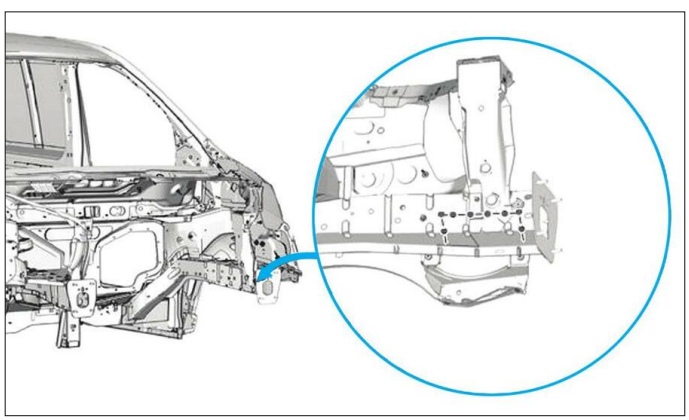

**FIG. 21**
• Préparer les bords d'accostage et les protéger par un apprêt soudable **(Fig.21)**.